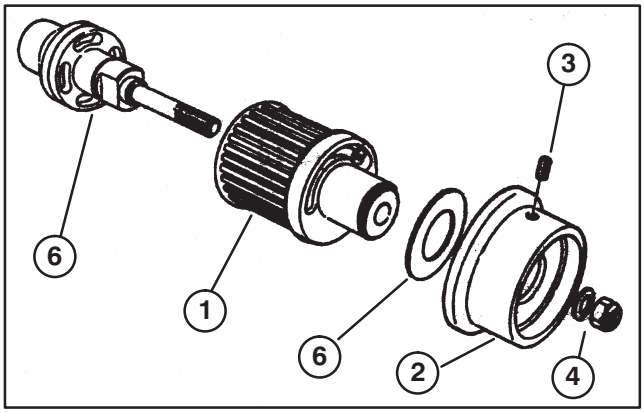

Figure 5
A. Remove the clutch engagement knob from the clutch assembly by loosening the (2) allen head set screws and removing the nut and washer from the clutch adapter shaft (Fig. 5).